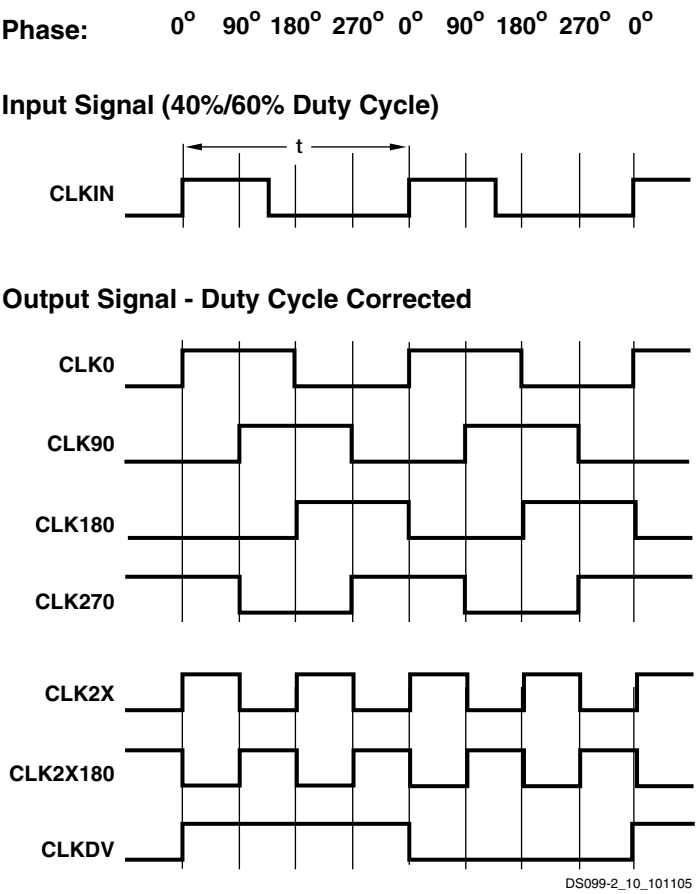

Figure 43: **Characteristics of the DLL Clock Outputs**
In addition to CLK0 for zero-phase alignment to the CLKIN signal, the DLL also provides the CLK90, CLK180, and CLK270 outputs for 90°, 180°, and 270° phase-shifted signals, respectively. These signals are described in Table 28, page 48 and their relative timing is shown in Figure 43. For control in finer increments than 90°, see Phase Shifter (PS).